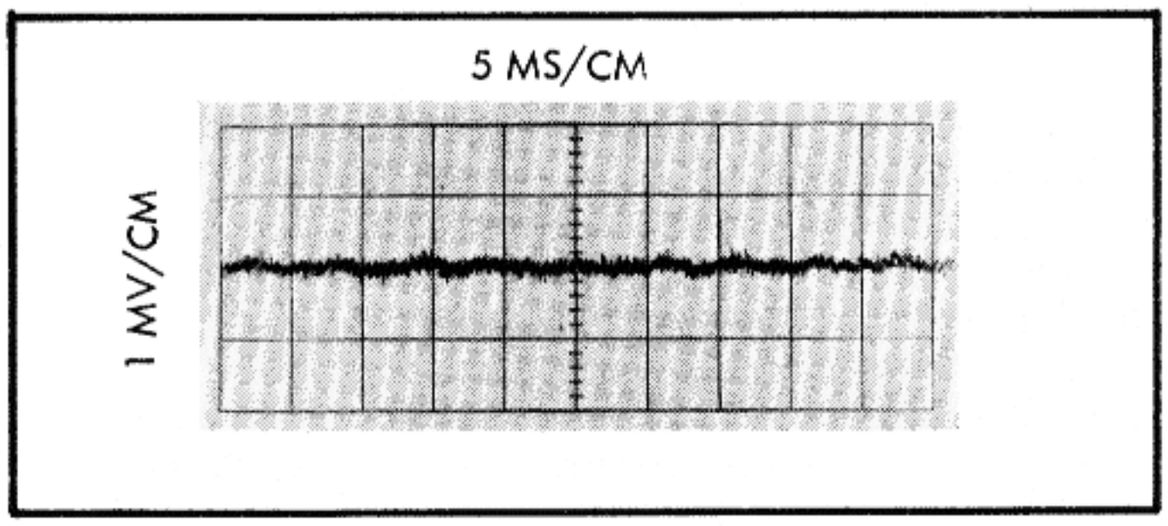

Figure 4-4. RIPPLE ON 125 VOLT SUPPLY
b. Connect an oscilloscope between the top of R8 on the Amplifier P/C Assembly and chassis ground. Adjust the Variac output between 103 and 127 volts. The ripple should be less 0.8 millivolts peak-to-peak (see Figure 4-4).